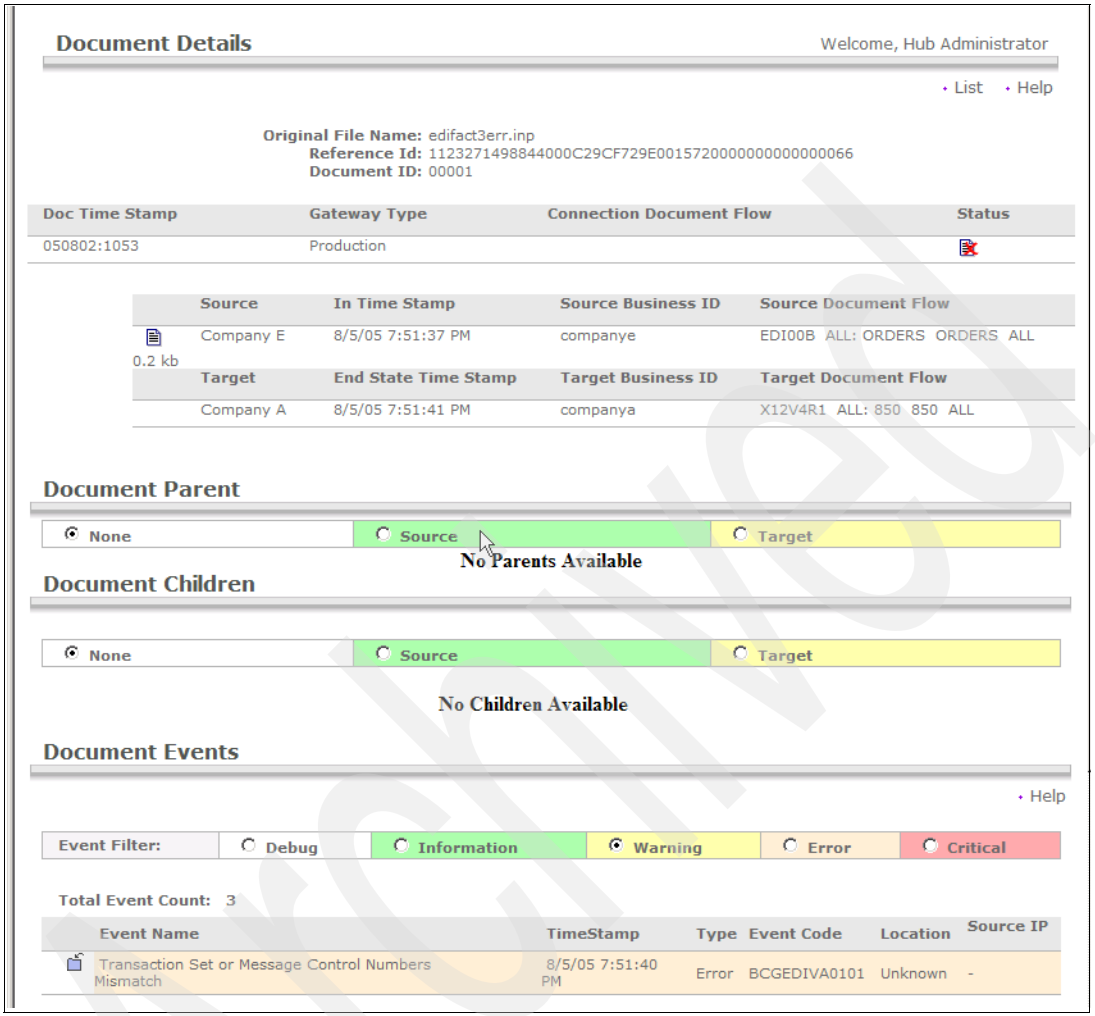

Figure 22-8 Detailed view of Failed transaction
1. Click the **magnifying glass** for the failed transaction. The detailed view is shown in Figure 22-8 on page 784.